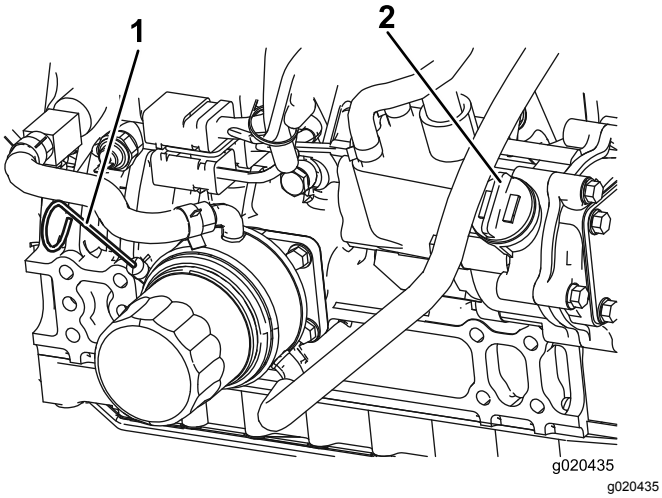

Figuur 74
3. Verwijder de peilstok uit de buis, veeg deze schoon en plaats de peilstok weer in de buis. Haal de peilstok er weer uit. Het oliepeil moet altijd tot aan de VOL-markering staan (Figuur 74).
4. Als het oliepeil beneden de VOL-markering staat, verwijdert u de vuldop (Figuur 74) en vult u bij met olie totdat het oliepeil de VOL-markering bereikt. **Niet te vol vullen.**